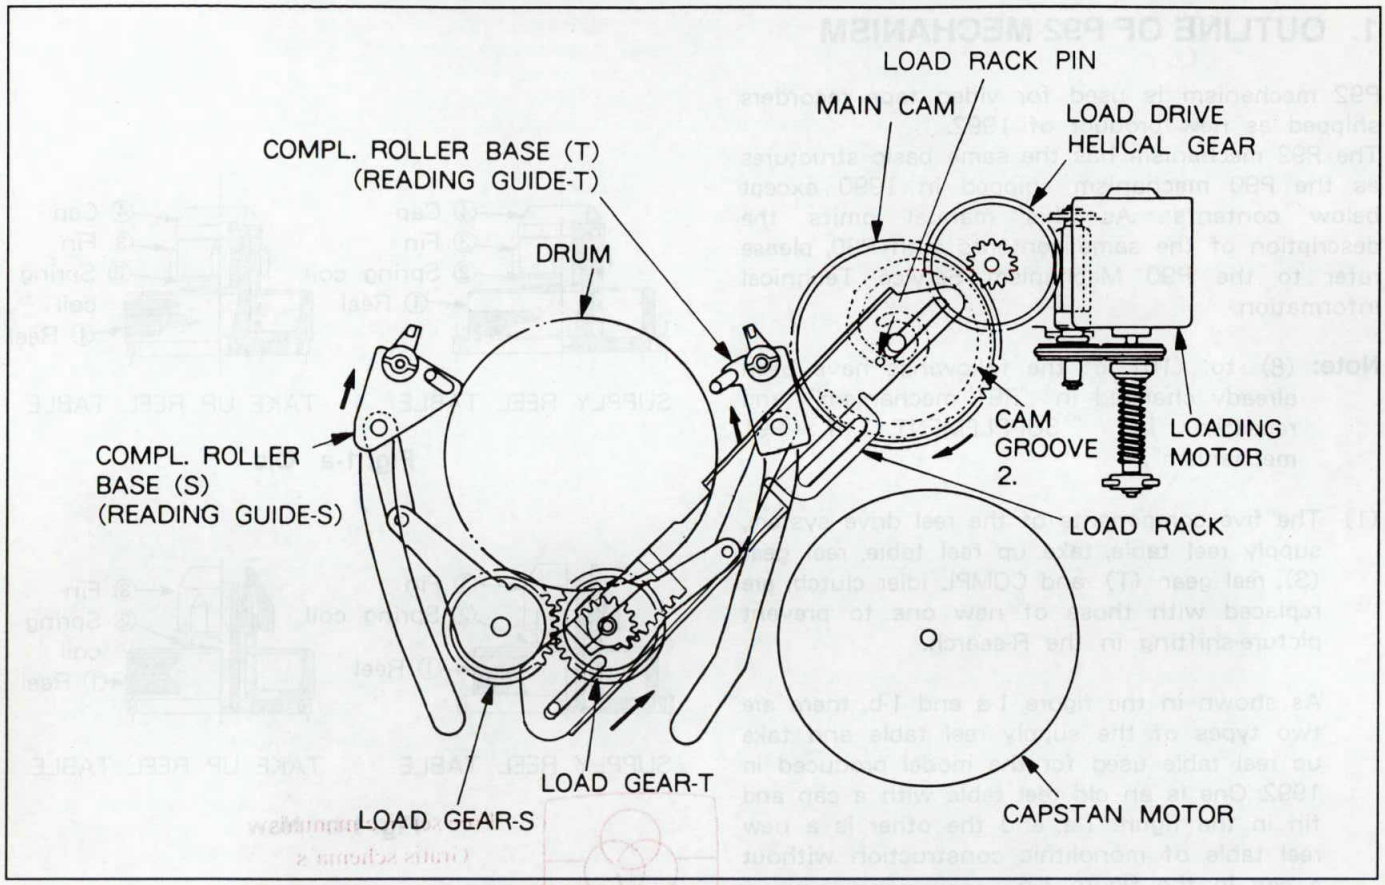

Fig. 2-1 CONSTRUCTION OF TAPE LOADING MECHANISM
(2) The main cam gear, load rack COMPL and load (T) are replaced with new ones to more simplify the tape loading mechanism. Therefore, the load cam lever of the old mechanism is not required. The new tape loading mechanism is shown in the figure 2-1.
(3) In compact size model (width : 360mm), the MC-2 and MC-3 boards between the loading motor and system control circuit are replaced with new ones. Therefore, a relay board (VHJ-0089) is required for using the service tool mode selector (VHJ-0050). The new MC-2 board has the connectors of CN817 (6 Pin type) and CN818 (2 Pin type) at the both sides of the CN811, and is marked "92" with large letters. The MC-2 board is mounted with one mechanical screw. As for the mid mount model, the same relay board (VHJ-0075) as P90 mechanism is used.
(4) The pulley bracket is disused and the special screw is employed. [However, the pulley bracket is used to S VHS mechanism (High speed FF/REW mechanism)]
(5) The shape of the clutch lever assembly is partially changed and the damper is disused.
(6) The shape of the front helical gear of the loading motor is partially changed and the washer is disused.
(7) The 4 screws for mounting the gear bracket assembly of the COMPL cassette mechanism are changed to 3 screws.
(8) The height adjustment of the exit side fixed guide is unnecessary by improvement in precision of the tape running system.
(9) The form of MC-1 and MC-4 board connector (CN801) near the reel drive part are changed.
(10) Auto head cleaner mechanism is used for cleaning video head automatically when loading and unloading.